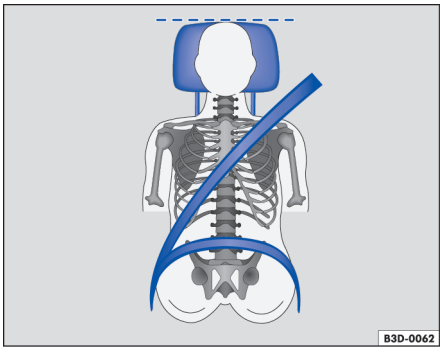

图 34 驾驶员头枕的正确位置
- 调节头枕，使头枕的上沿与您的头顶等高，不可低于眼睛，头部尽可能贴近头枕。⇒图 34